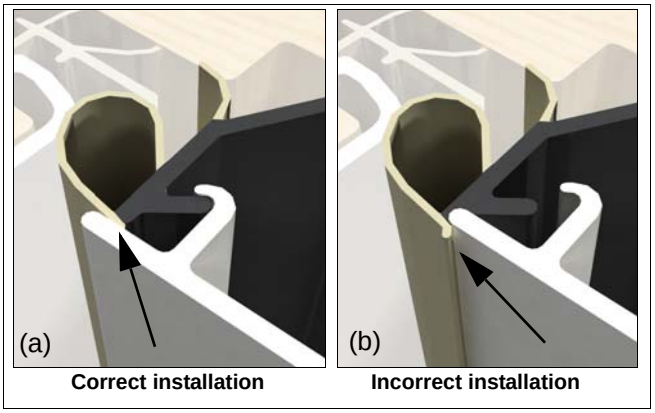

Figure 7 The weather strip needs to be tucked UNDER the part stop. Figure 7a is a correct installation, figure 7b is incorrect.
3. To reinstall the stop, slide the stop in at the bottom first between the bottom panel drip cap and jamb. Press the exterior flange of the side part stop into place first and then press the interior side of the stop until you can hear it snap along the entire length of the stop. Tuck the weather strip under the front edge of the stop. See figure 6 and figure 7.
NOTE: If you hear a "snap or pop", this does not mean the stop is engaged with the weather strip. Proceed to tuck the weather strip under the stop after it snaps into place. Reference figure 7 for correct and incorrect examples.